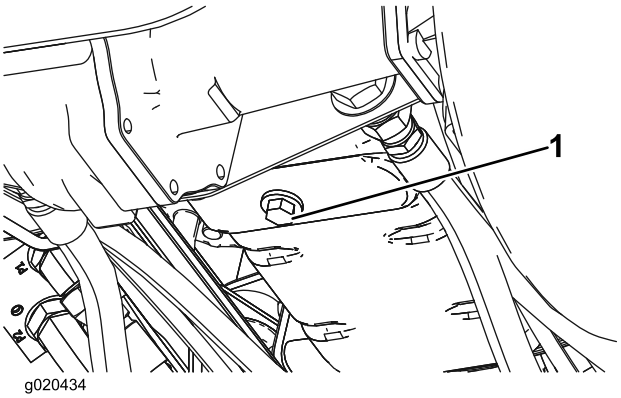

図 51
1. ドレンプラグ (図 51) を外してオイルを容器に受ける。オイルが完全に抜けたらドレンプラグを取り付ける。